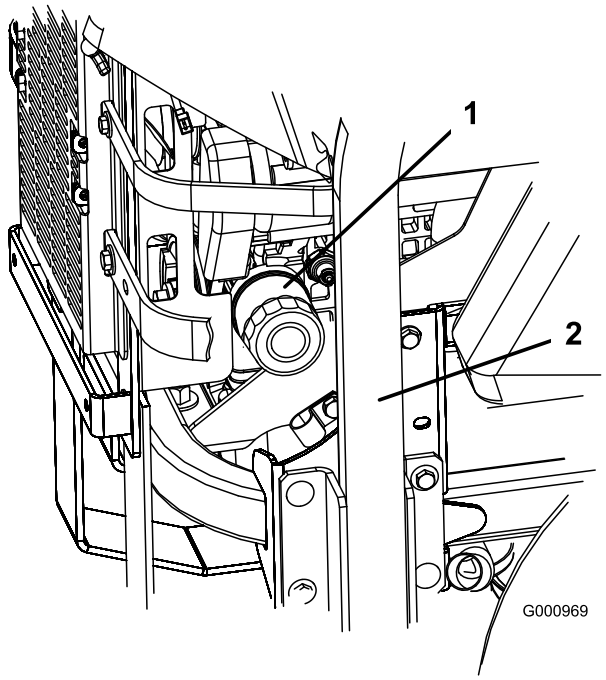
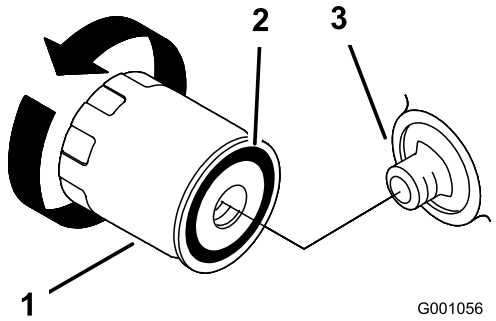

Figura 39
Figura 40
2. Gire el filtro en el sentido contrario a las agujas del reloj para retirarlo (Figura 39 y Figura 40).